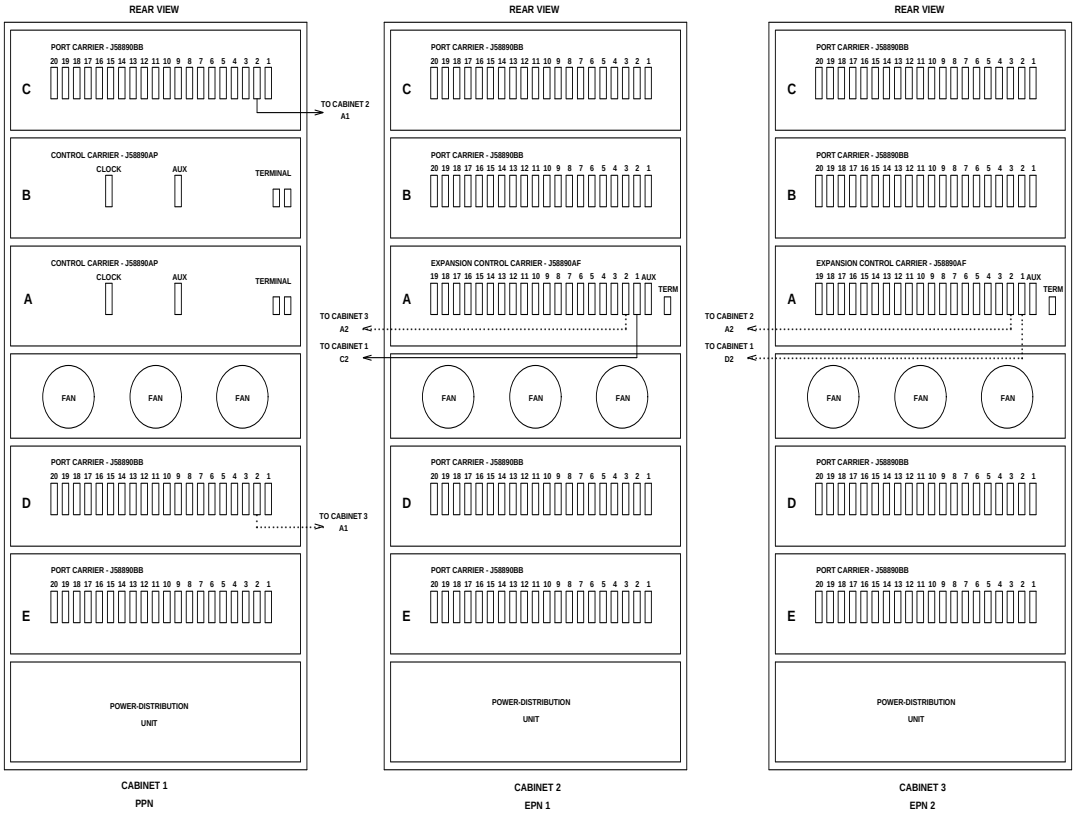
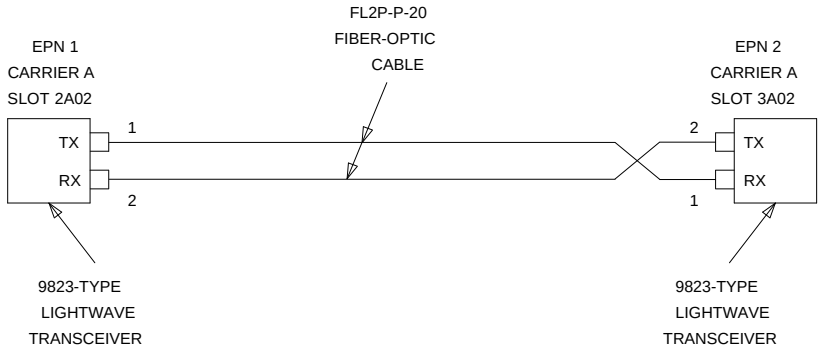

Figure 4-28. High-Reliability G3r V4 with Two or Three Port Networks
Figure 4-31. Fiber-Optic Connections EPN1 to EPN2
1. Behind port carrier C of PPN cabinet 1 (see Figure 4-28 through Figure 4-31):